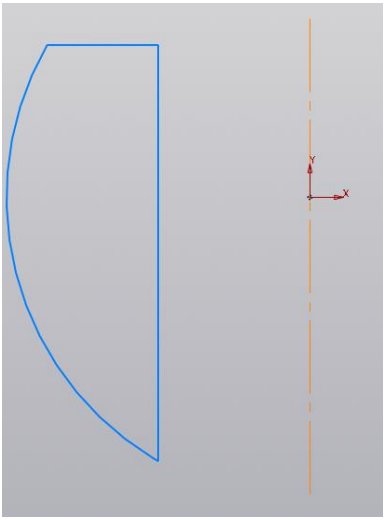

Рис. 8.12
3) Эскиз модели представлен на рис. 8.12. Для осевой – стиль линии ***Осевая***, для образующего контура – стиль линий ***Основная.*** Лишние линии убрать командой ***Усечь кривую***.
в группе ***Элементы тела***. Убедитесь, что вырезается внутренняя часть двугранного угла (стрелка направлена внутрь вырезаемой области). Если стрелка указана наружу, то смените направление. Зафиксируйте построение кнопкой ***Создать объект*** (рис. 8.12).